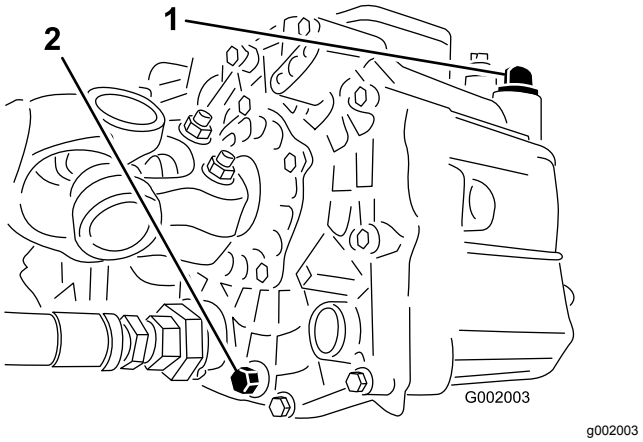

Figur 55
3. Fjern tappepluggen fra siden på tanken og la den hydrauliske væsken flyte ned i tappefatet (Figur 55).